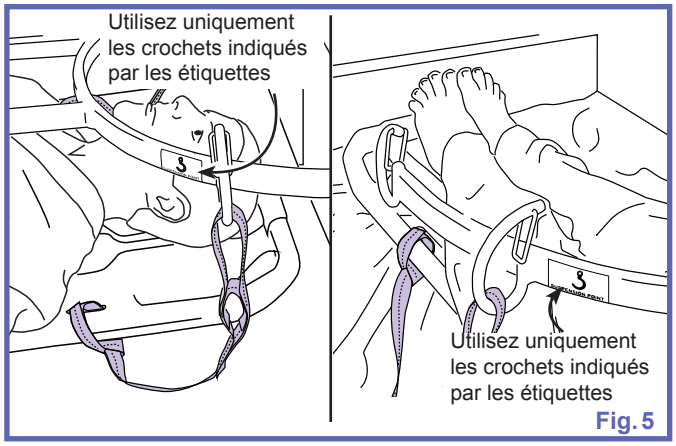

Fig. 5
5) Attachez toutes les sangles au cadre de civière. Choisissez la boucle à utiliser (grande ou petite) pour la tête et les pieds en fonction de la morphologie du patient. Il convient la plupart du temps d'utiliser une petite boucle pour la tête et une grande boucle pour les pieds. Voir Fig. 5.
AVERTISSEMENT : Utilisez uniquement les crochets signalés par les étiquettes comme étant les « points de suspension » (voir Fig. 5), sur le cadre de civière pour attacher la *civière Ferno Scoop EXL* au cadre. Le non-respect de ces instructions peut causer la chute du patient et ainsi entraîner des blessures.